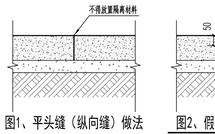
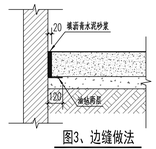

图1、平头缝（纵向缝）做法
图3、边缝做法
3、室内凡有设备基础的地方，伸缩缝可适当调整。上述具体做法详见图1~图3。